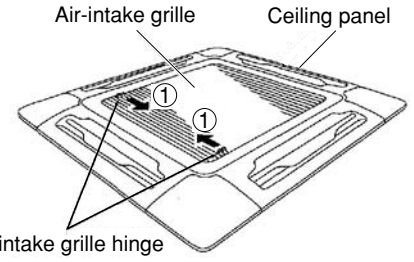

**Fig. 9-4**
b) Slide the air-intake grille catches in the direction shown by the arrows ① to open the grille. (Fig. 9-4)